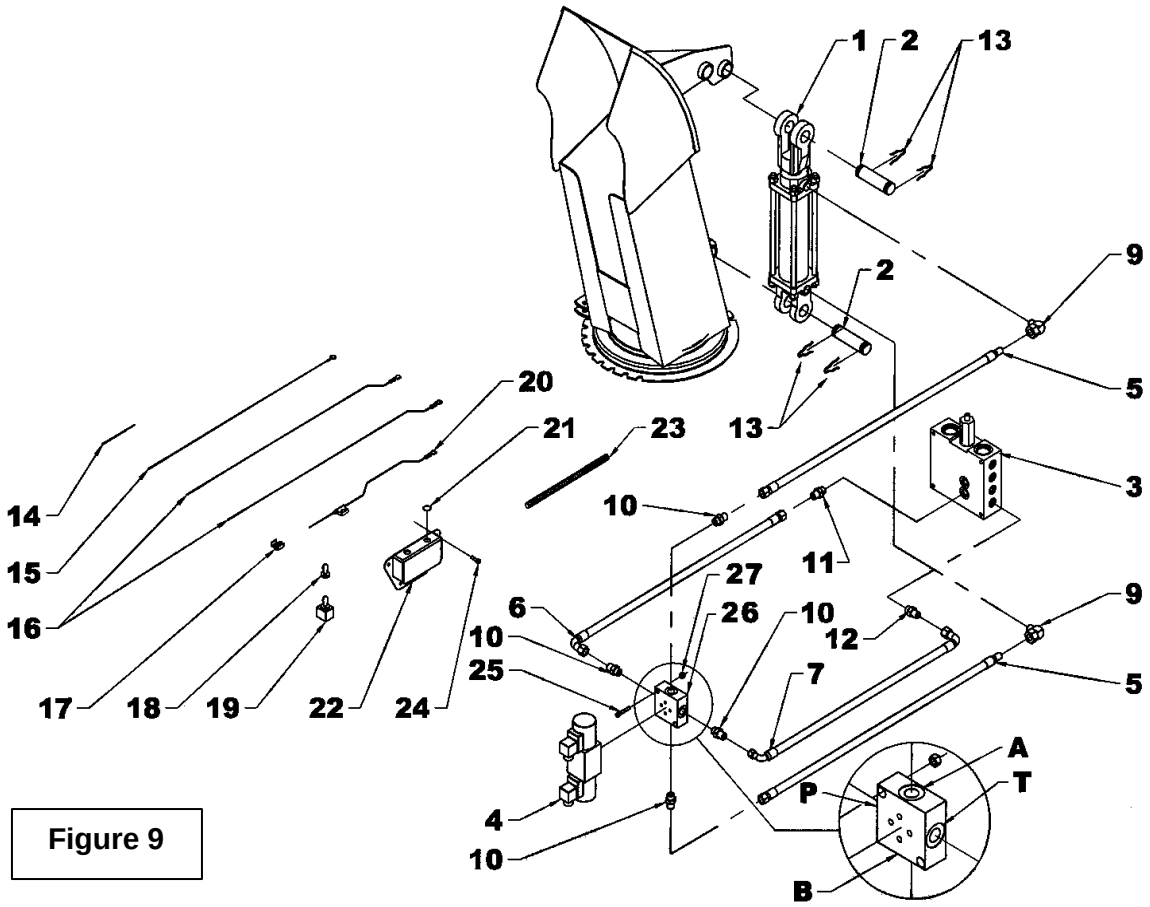
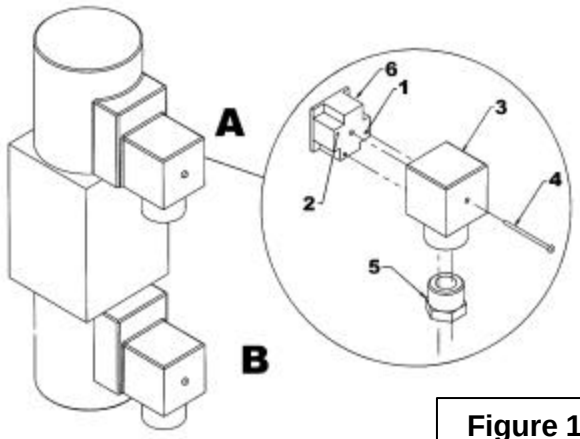

Figure 9
Figure 11
2. **(FIGURE 9) For a 64" snowblower:** Install the 2'' x 6'' cylinder (item 1) in the hole farthest from the chute pointing the cylinder rod up and the clevis bolt toward the exterior. Block the cylinder clevis with two 1" pin (item 2) and 4 hairpins (item 13).
5. **(FIGURE 9 or 10 depending on the snowblower model, H64 or H76)** Install the 9/16" ORB male x 9/16" JIC male adapters (item 10) on each manifold port (item 26). ATTENTION: In order to distinguish adapters and flow restrictors, refer to the figure below.
Hose Installation 2" x 6" cylinder (H64) (Figure 9):
(Figure 9 or 10) H64 & H76:
18. Remove the lockwasher and insert the switch (item 19) inside the switchbox. Set in place with the nut. Install the plastic cap (item 21) on the other switchbox hole if required and place the rubber cap (item 18) on the switch. Bring the wires toward the snowblower.
19. Remove the valve's (Fig. 9 or 10, item 4) connection case "A" (Fig. 11, item 3) by completely removing the screw on the front of the case (Fig. 11, item 4) and remove the bottom plug (Fig. 11, item 5). Using a small screwdriver, push slowly on the connection block (Fig. 11, item 6) by inserting the screwdriver in the plug hole (Fig. 11, item 5) to remove it from the case (Fig. 11, item 3). Insert a white 360" wire (Fig. 9 or 10, item 16) in the hole identified as #1 (Fig. 11, item 1) on the connection block (detail, item 6) and a black 9" wire (Fig. 9 or 10, item 14) in the hole identified #2 (Fig. 11, item 2) and run the wires through the bottom plug (Fig.11, follow the ghost lines).
20. Put the block case (Fig.11, item 6) back in the case (Fig.11, item 3) so the wires point down to avoid water infiltrations (see Figure 11). Put the case back on the valve (Fig. 9 or 10, item 4) and secure with the screw (Fig.11, item 4). Put the bottom plug back in place (detail, item 5).
21. Remove connection case "B" and insert a 360" white wire (Fig.9 or 10, item 16) in the hole identified #1 (Fig.11, item 1) of the connection block (Fig.11, item 6). Insert the 9" black wire (Fig.9 or 10, item 14) of case "A" as well as the 360" black wire (Fig. 9 or 10, item 15) in the hole identified #2 (Fig. 11, item 2). Run the wires through the case plug (Fig.11, follow the ghost lines).
22. Put the case back on the valve (Fig. 9 or 10, item 4) and secure with the screw (Fig.11, item 4). Put the bottom plug back in place (detail, item 5).
23. Bring the 360" black wire (Fig. 9 or 10, item 15) to the switchbox (item 19) through the same path used to bring the white wires (item 16) from the tractor to the snowblower and fasten the eye terminal to the switchbox using the fourth #10 x 1/2" self-drilling screw (Fig. 9 or 10, item 24).
24. Connect the fuse wire (Fig. 9 or 10, item 20) to the tractor's ignition switch wire using the tap connector (Fig. 9 or 10, item 17).
25. Place a loom (item 23) around all wires to protect them.